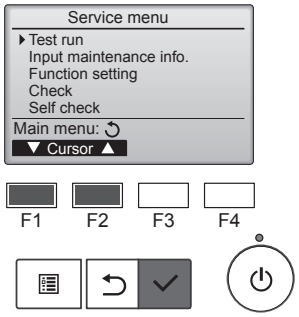

Fig. 7-1
① Wählen Sie „Test run“ (Testlauf) aus dem Service-Menü, und drücken Sie die [AUSWAHL]-Taste. (Fig. 7-1)